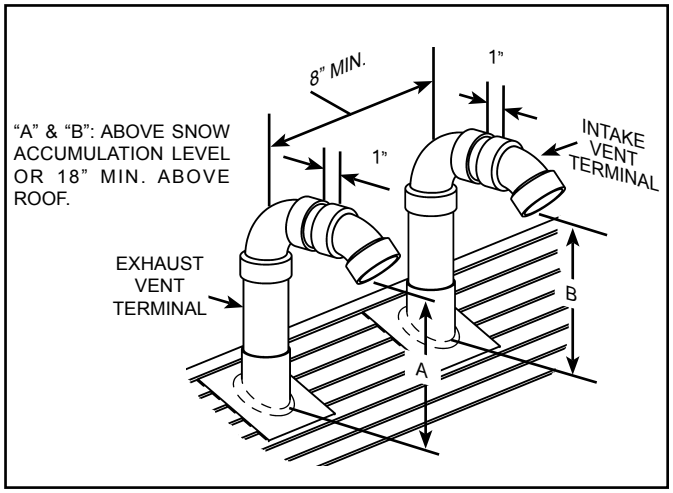

**Figure 29.**
**Important:** When terminating the vents through a roof, the following specifications pertaining to terminal location must be followed (see Figure 29).